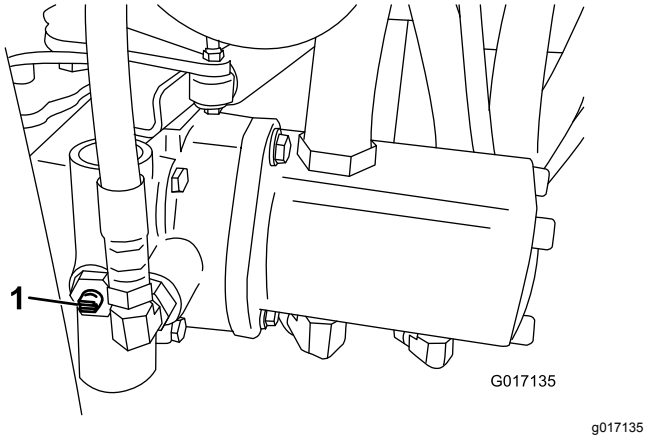

Figur 27
1. Find omløbsventilen på pumpen, og drej den, så rillen er vertikal (Figur 27).
2. Luk omløbsventilen ved at dreje den, så rillen er horisontal (Figur 27), før du starter motoren. Start ikke motoren, mens ventilen er åben.